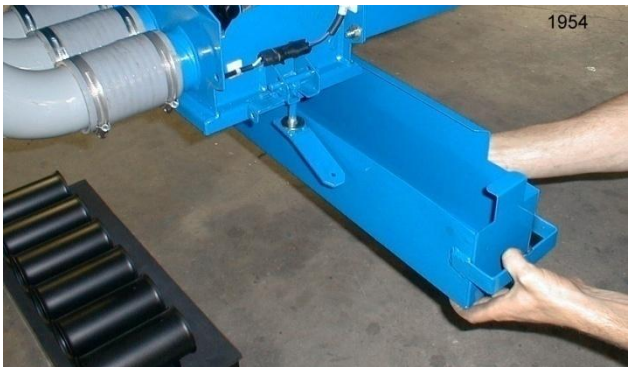

Fig. C3 Fitting the calibration collection box.
Step 2. Fit calibration collection box to rear of meterbox (Fig. C3). The collection box slides along the rear external shelf on the meterbox. The box will only fit one way.